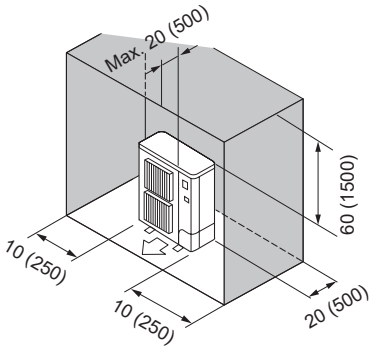

Fig. 2-11
⑥ Obstacles à l'arrière, sur les côtés et au-dessus (Fig. 2-11)